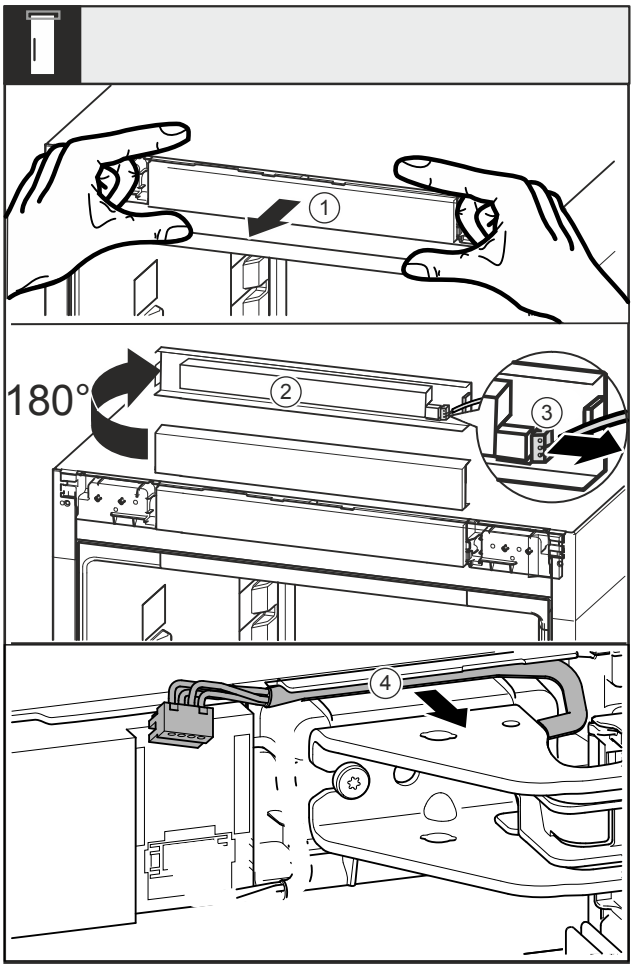

Fig. 7
▶ Blende *Fig. 7 (1)* nach vorne lösen.
▶ Blende *Fig. 7 (2)* nach oben um 180° drehen.
▶ Rastnase am Stecker *Fig. 7 (3)* nach hinten drücken und den Stecker vorsichtig herausziehen.
▶ Kabel *Fig. 7 (4)* über Lagerbock aus der Führung lösen.